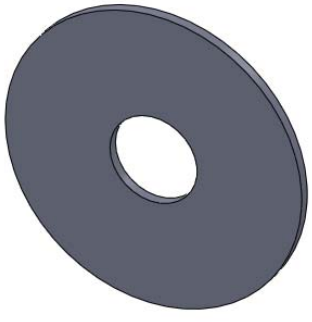

Figure 2-29 *Base feature of the model*
15. Choose the **OK** button ( ) from the **Boss-Extrude PropertyManager**; the base feature is created, as shown in Figure 2-29.